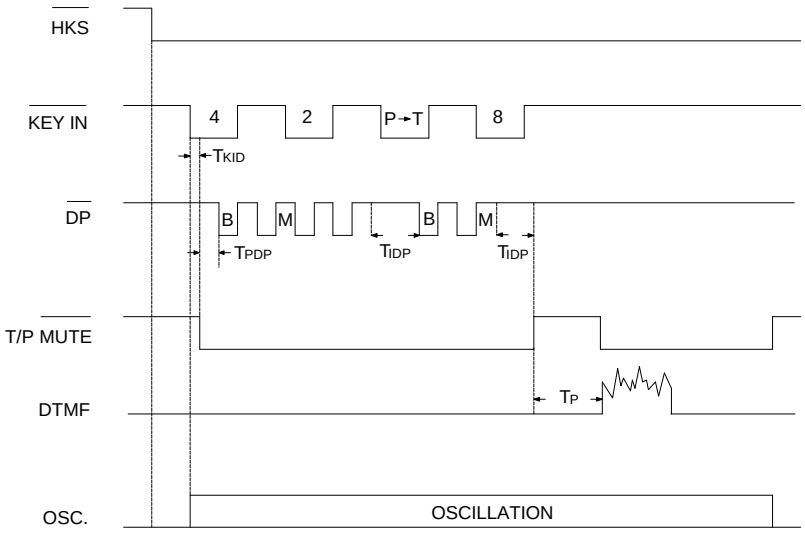

Figure 4. Pulse-to-Tone Function Timing Dragram
4. The P→T function timing diagram is shown in Figure 4.